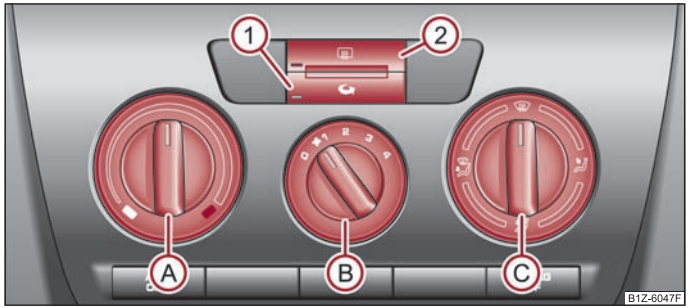

Fig. 81 Chauffage: organes de commande
- Faites tourner le régulateur rotatif (A) ⇒ fig. 81 vers la droite pour augmenter la température.
- Faites tourner le régulateur rotatif (A) vers la gauche pour abaisser la température.
– Appuyez sur la touche [⟲]. Le témoin de contrôle dans la touche ⇒ page 73, fig. 81 s'allume.
La circulation d'air de recyclage s'arrête automatiquement si l'on met le régulateur de diffusion d'air (C) sur la position ⇒ page 73, fig. 81 Un appui répété sur la touche [⟲] permet de réenclencher le recyclage de l'air dans cette position également.